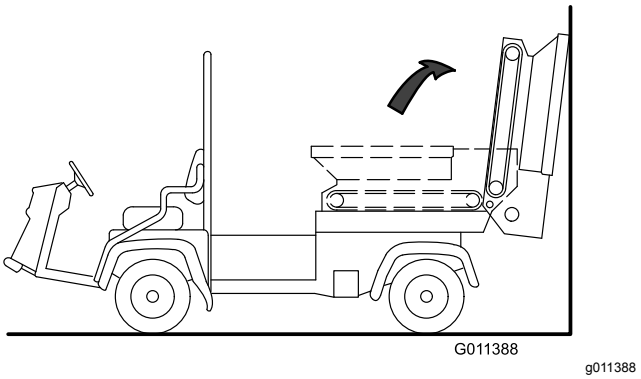

Figur 33
5. Sväng tråget bakåt och luta det mot t.ex. en vägg eller en stege. Låt inte tråget luta mot maskinens bakre del eftersom det kan skada borsten eller hydraulkopplingarna (Figur 33).
Viktigt: **Se till att du svänger tråget förbi mittpunkten och/eller fäster det vid en vägg eller stolpe så att det inte av misstag faller på arbetsytan (Figur 33).**